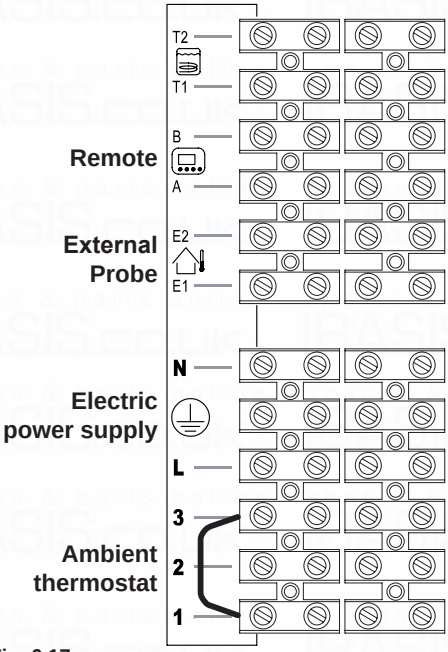
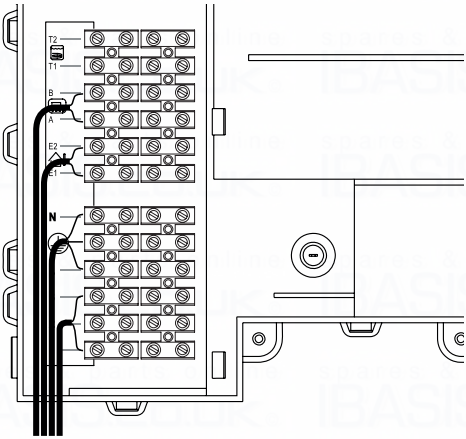

Fig. 6.17
Fig. 6.18
- Connect the electric power supply cable coming from the fused spur isolation switch to the power supply terminal block of the boiler Fig. 6.17 keeping the same connections for the live (brown wire) and the neutral (blue wire). External 3A fuse or fused plug with same current rating is recommended.
The route of the boiler and ambient thermostat's electric power supply cable or wires must follow the route indicated in Fig. 6.18.
Use the clamps indicated in Fig. 6.17 to connect the ambient thermostat.
Use the ambient thermostat's clamps indicated in Fig. 6.17 and Fig. 6.18. to connect the zone valve Insert the electric cables of the zone valve's micro switch contacts in clamps “1 and 3” of the ambient thermostat's terminal block as in Fig. 6.18.
The route of the external probe's connection wires must follow the route indicated in Fig. 6.18.
The route of the remote control cable must follow the route indicated in Fig. 6.18.